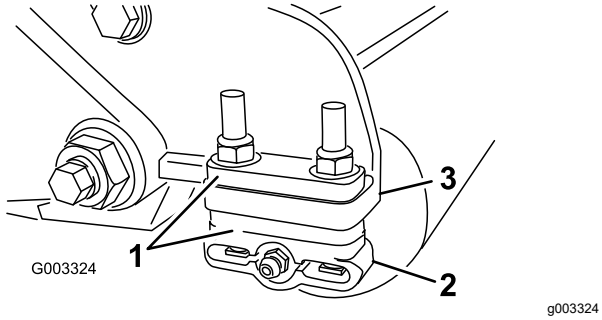

Rysunek 12
1. Ustaw uchwyty tylnej rolki (Rysunek 12) na odpowiedni zakres wysokości cięcia poprzez umieszczenie właściwej liczby podkładek
dystansowych pod kołnierzem montażowym płyty bocznej (Rysunek 12) zgodnie z tabelą wysokości koszenia.